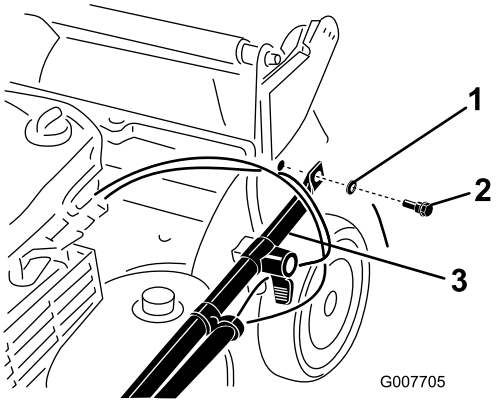

**Figuur 3**
2. Bevestig de uiteinden van de handgreep aan de maaikast met behulp van 2 sluitringen en 2 handgreepbouten (Figuur 3), **maar draai de handgreepbouten niet vast.**